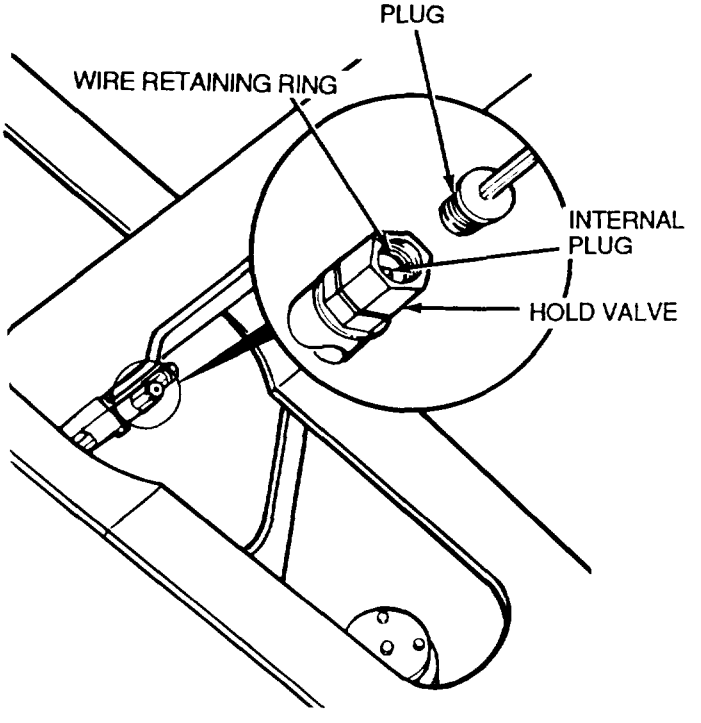

Figure 4-55. Internal Plug
1. With a 5/ 16 in. hex allen wrench, remove plug from the hold valve cartridge protruding up on bottom side of hoist cylinder (Figure 4-55).